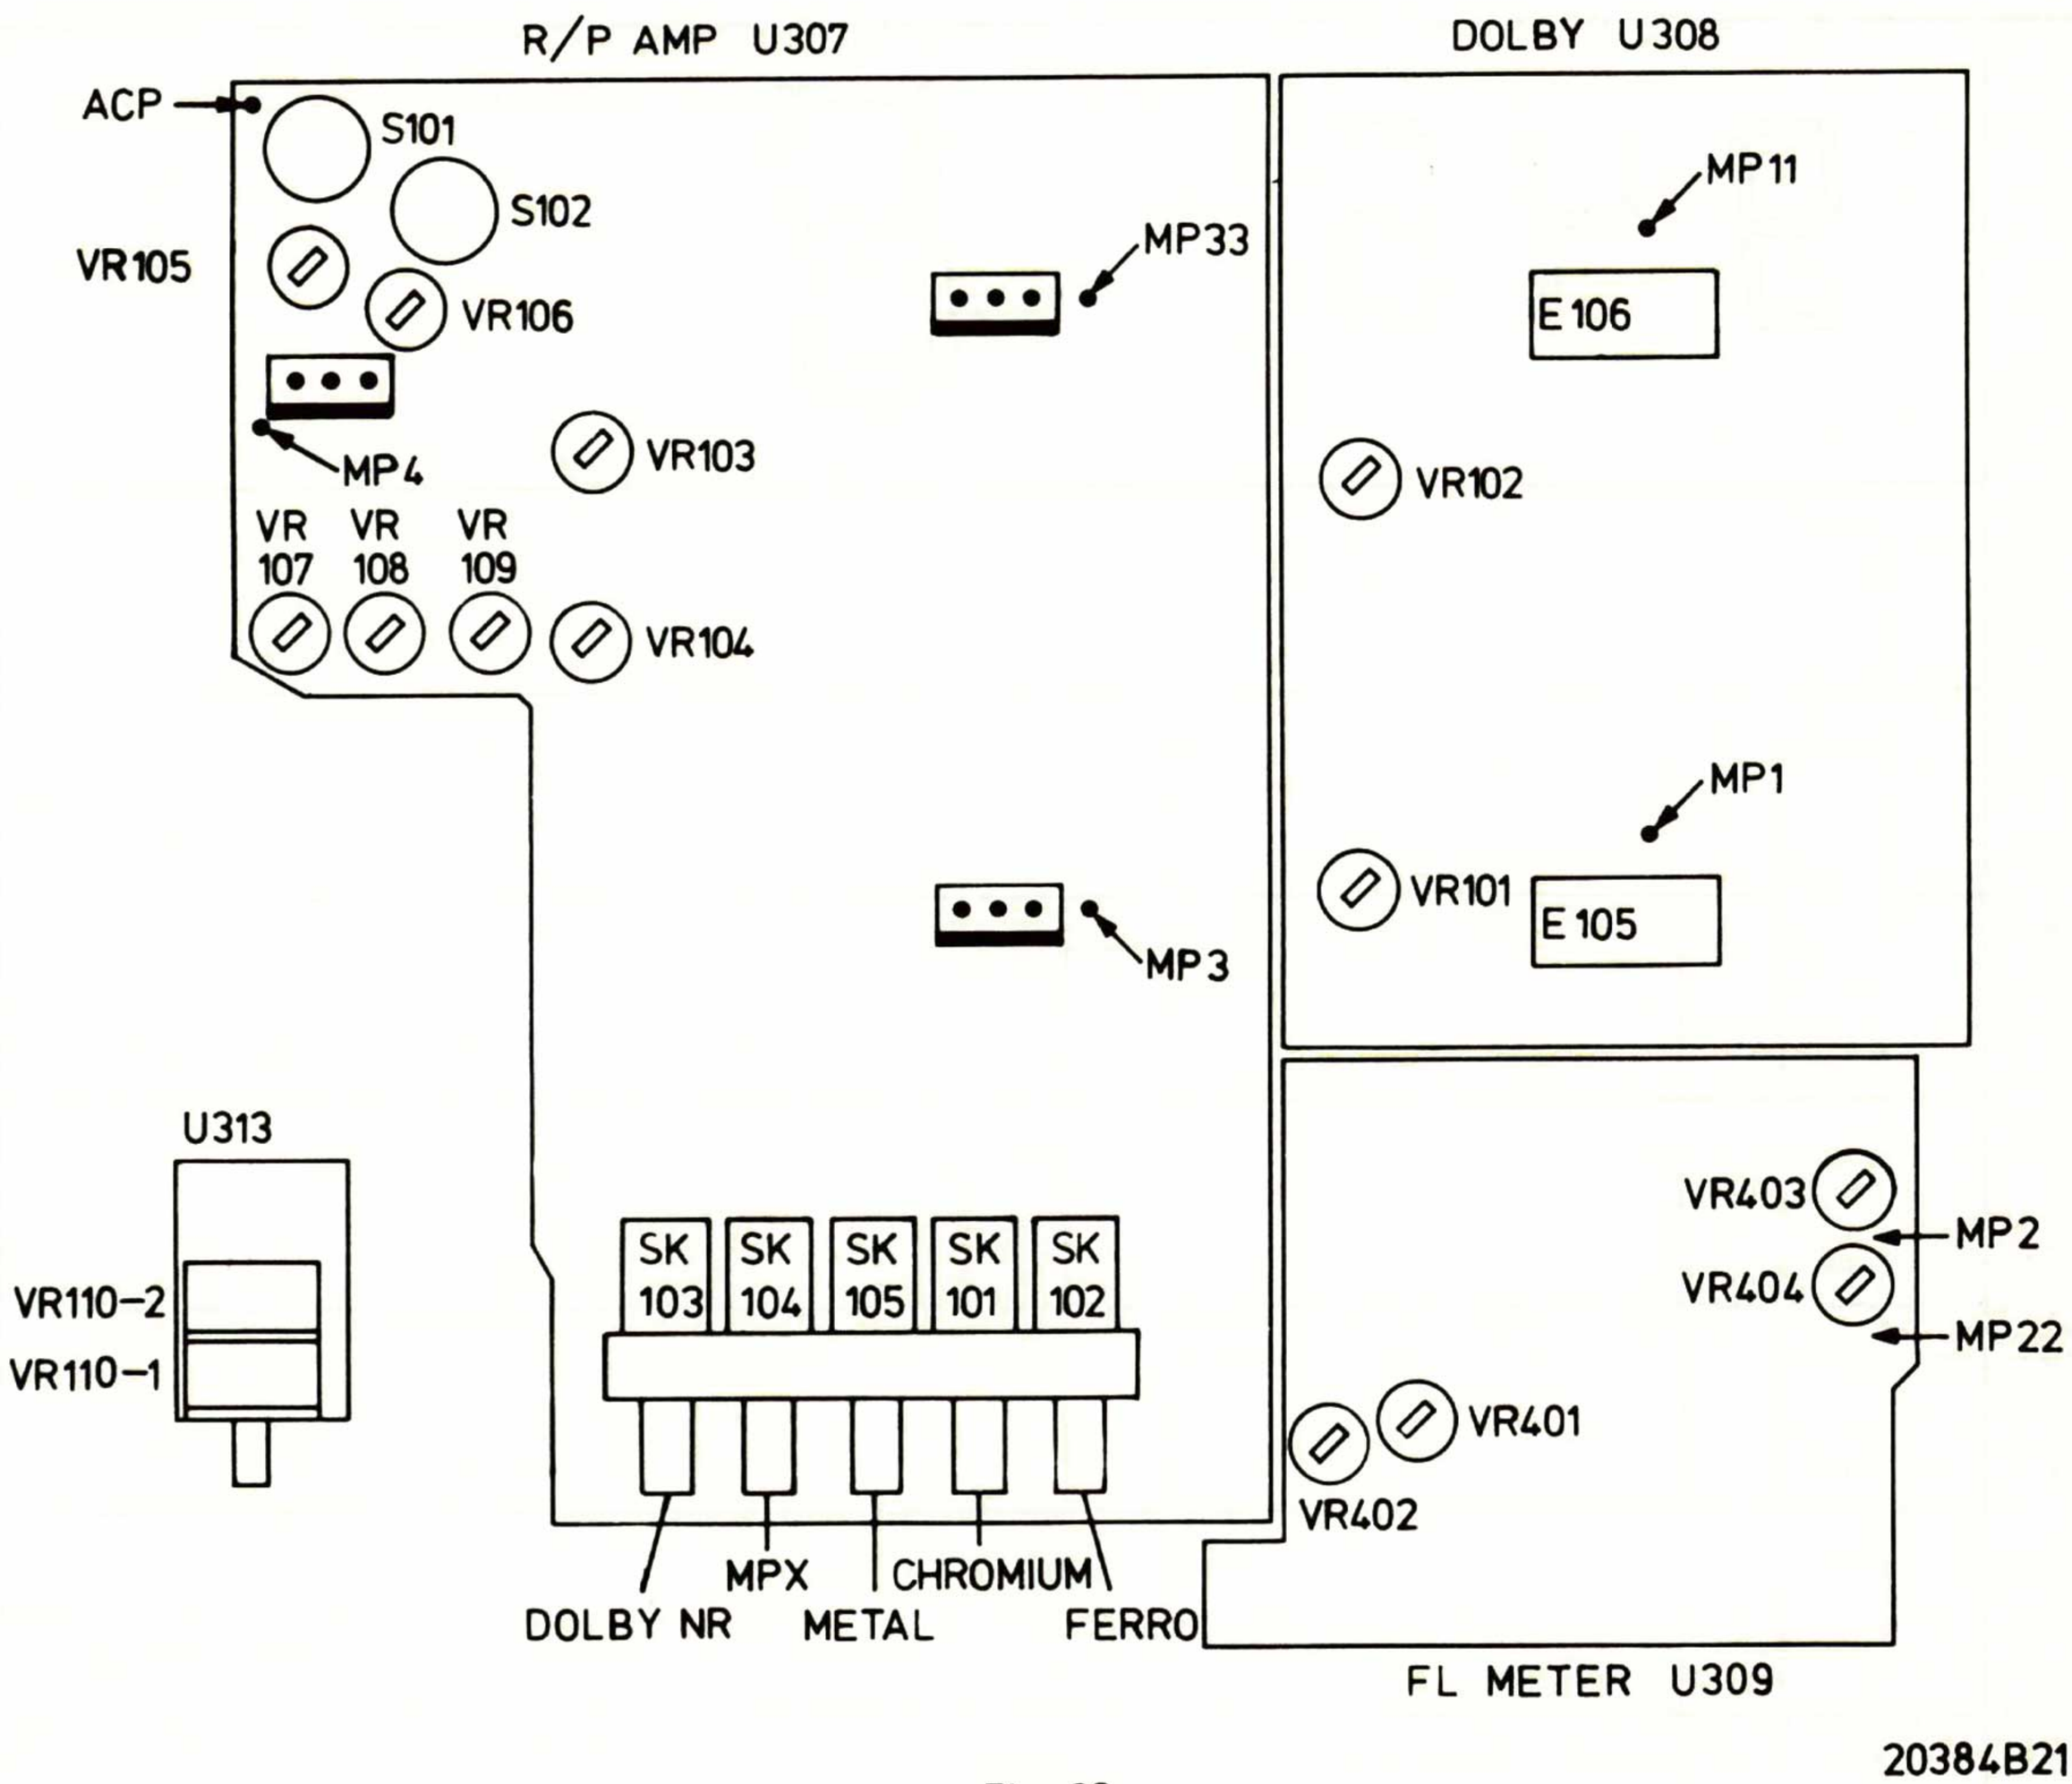

Fig. 23
- Schakel voormagnetisatie uit door loshalen plug ACP (Fig. 23) en plug A van U304 "Protect circuit" (Fig. 34).